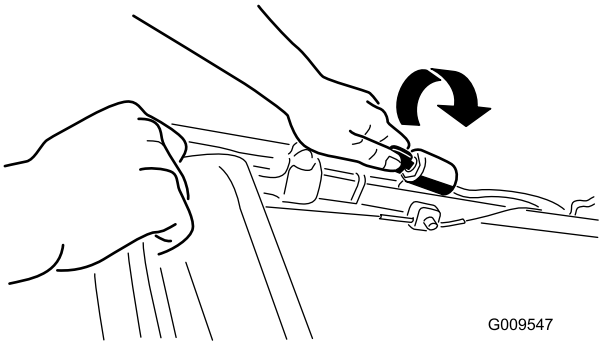
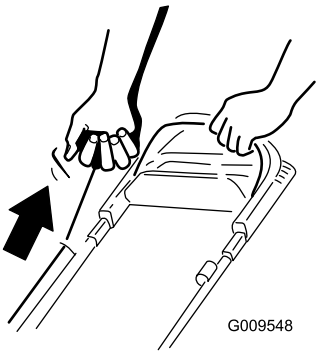

Figur 14
Figur 15
2. Vrid tändningsnyckeln (Figur 14) (endast modeller med elstart) eller dra i startsnöret (Figur 15).
Obs: Dra lätt i starthandtaget tills du känner motstånd och dra sedan kraftigt (Figur 15). Låt snöret sakta gå tillbaka till handtaget.